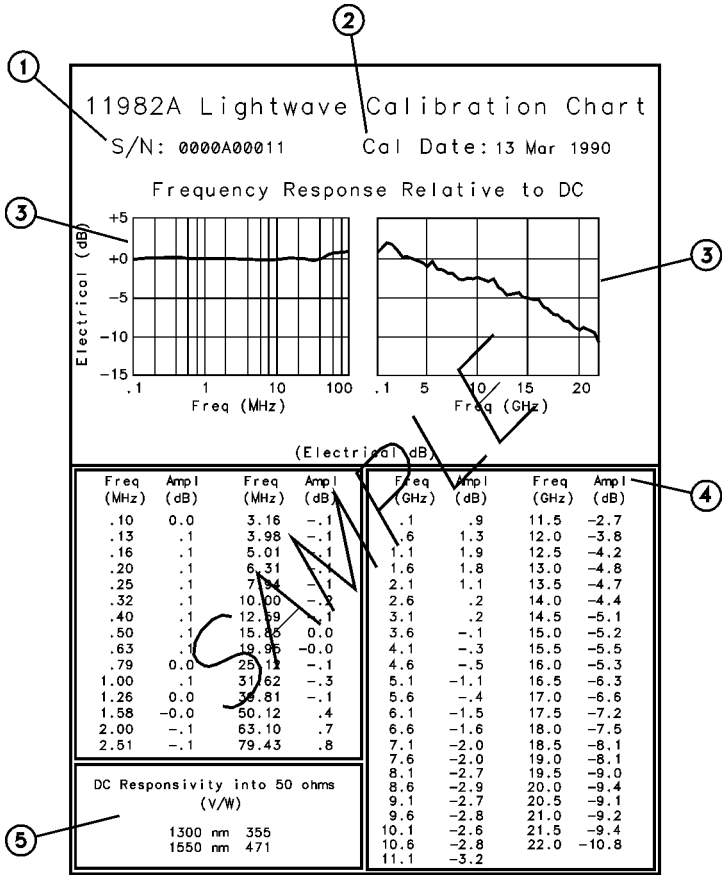

Figure 3-1. The Agilent 11982A Calibration Chart
1. Determine the responsivity of your Agilent 11982A for the wavelength of the source. The responsivity of the Agilent 11982A is on the Agilent 11982A Calibration Chart shipped with your instrument and shown in Figure 3-1 on page 3-5. The responsivity is calibrated at two wavelengths: 1300 nm and 1550 nm.